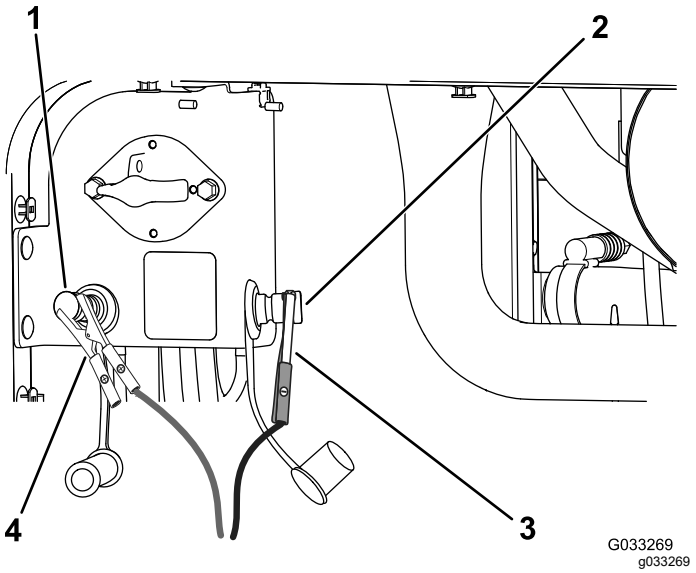

Figuur 111
4. Verbind de positieve (+) startkabel met de positieve (+) startpool (Figuur 111).
5. Verbind de negatieve (-) startkabel met de negatieve startpool (Figuur 111).
7. Wanneer de motor start, laat u de andere persoon de negatieve (-) startkabel van de minpool verwijderen en vervolgens de positieve (+) startkabel loskoppelen (Figuur 111).